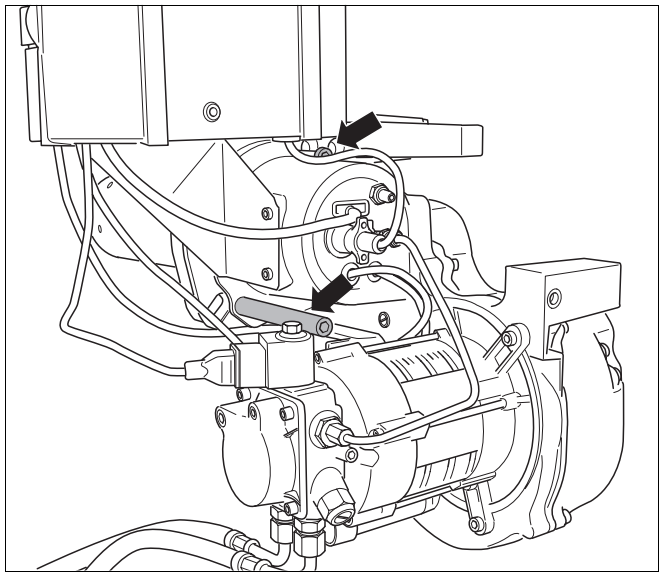

Afb. 32 Schroeven van de bajonetbevestiging losdraaien
- Draai de beide schroeven van de bajonetbevestiging los (afb. 32, **pijlen**).